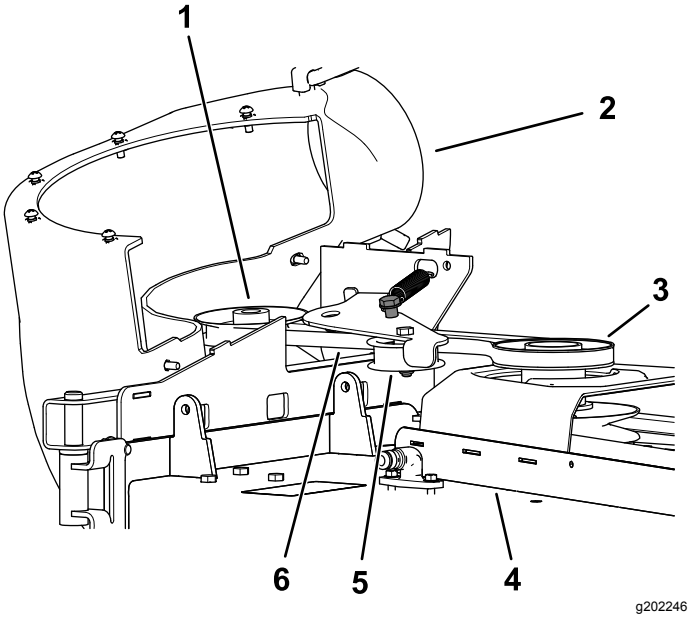

Figur 35
2. Dra den fjäderbelastade mellanremskivan bakåt för att minska remspänningen (Figur 35).
6. Montera den nya remmen runt blåsarremskivorna (Figur 35).
8. Montera den nya remmen runt blåsarremskivan (Figur 35).
9. Dra den fjäderbelastade remskivan bakåt och montera remmen på den (Figur 35).